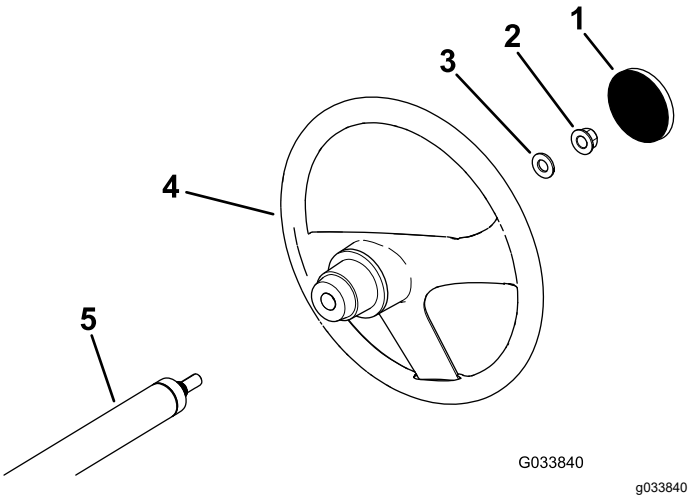

Figura 3
1. Se a tampa estiver instalada, retire a tampa do cubo do volante (Figura 3).
2. Retire a porca de bloqueio (½ pol.) e a anilha do eixo da direção (Figura 3).
3. Encaixe o volante e a anilha (½ pol.) no eixo da direção (Figura 3).
5. Instale a cobertura no volante (Figura 3).